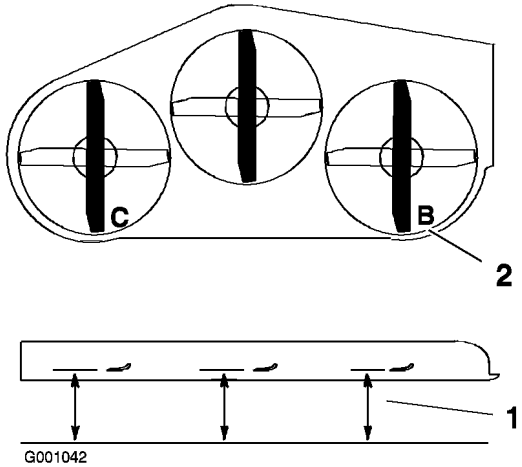

Figur 72
1. Placer højre kniv på langs (Figur 72).
2. Mål den højre kniv ved punktet **B** fra en plan overflade til knivspidsens skarpe kant (Figur 72).
4. Placer venstre kniv på langs (Figur 72).
5. Mål den venstre kniv ved punktet **C** (Figur 72) fra en plan overflade til knivspidsens skarpe kant.